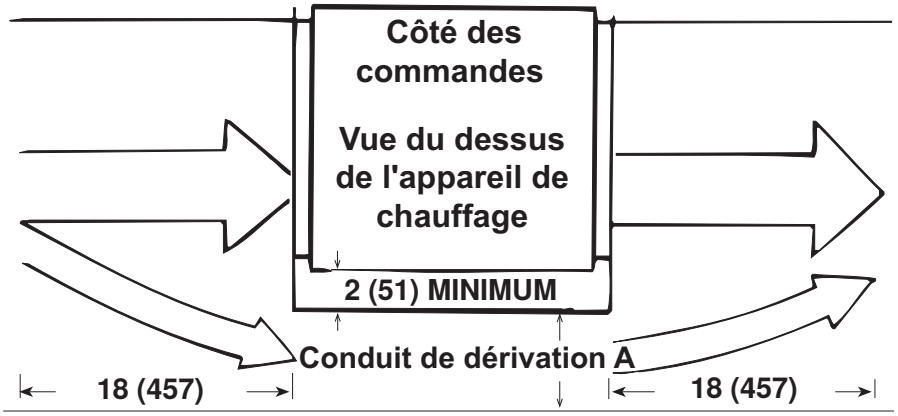

**Figure 12. Dimensions du conduit de dérivation**
Lorsque le débit d'air est supérieur à ce qui est permis ou désirable pour l'appareil, un conduit de contournement (voir **Figure 12**) peut être construit. Déterminez la taille appropriée du conduit de contournement comme suit:
3. Consultez le **Tableau 8** pour déterminer la taille du conduit en fonction du débit du contournement le plus proche dans la colonne qui correspond à la chute de pression la plus proche (par ex., chute de pression = **0.36** (utilisez la colonne 0.35) et débit de contournement = **780** (830 est la valeur la plus proche dans cette colonne), la dimension du conduit de contournement A est donc (voir **Figure 12**) = **76 mm (3 pouces)**.
*Voir **Figure 12**.